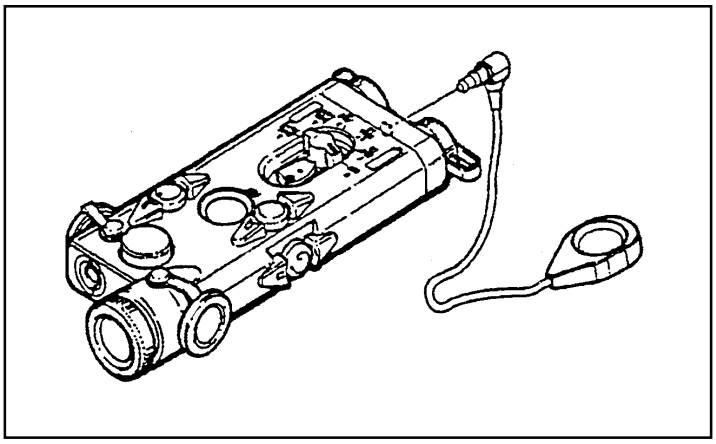

Figure G-14. Installation of the cable switch.
e. **Cable Switch**. The cable switch (Figure G-14) is used when the AN/PEQ-2A is mounted on a weapon. The switch plugs into the back of the AN/PEQ-2A assembly. Pressing the button or pad at the end of the cable switch causes the AN/PEQ-2A to turn on in the operational mode selected by the mode select switch. When the button is released, the AN/PEQ-2A turns off. If continuous operation of the AN/PEQ-2A is desired, pressing the cable switch twice in rapid succession latches the AN/PEQ-2A to ON. The AN/PEQ-2A remains on until the push button is pressed a third time. When the cable switch plug is installed in the AN/PEQ-2A, it automatically locks into place. To remove the switch, pull back on the plug sleeve and pull the plug out. DO NOT TRY TO REMOVE THE PLUG BY PULLING ON THE CABLE.